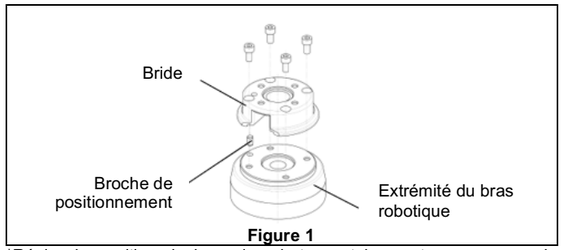

Figure 1
- Montez la bride sur le bras du robot comme indiqué à la **Figure 1**